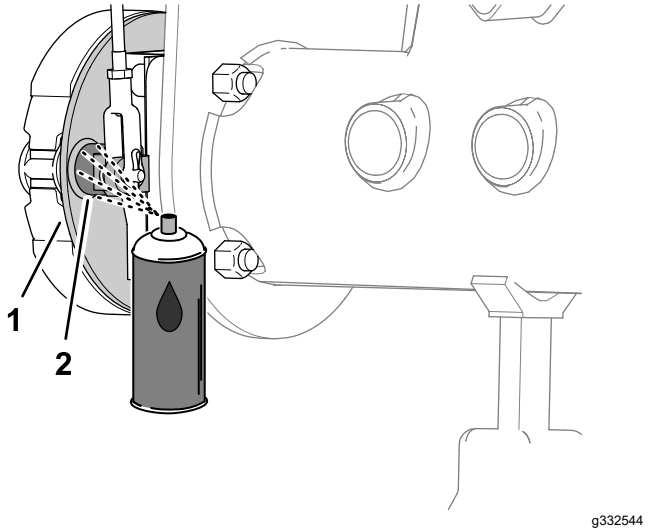
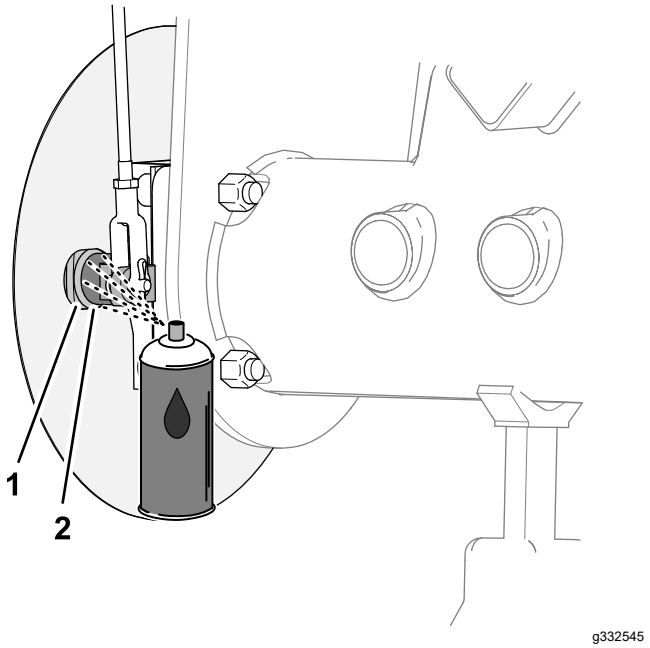

**Figure 68**
**Figure 69**
1. Sur l'intérieur du plateau de frein (modèles sans l'option déflecteur d'herbe de jante) ou du déflecteur d'herbe de roue (modèles avec l'option déflecteur d'herbe de jante), pulvérisez du dégrippant entre l'arbre à came de frein et le plateau de frein (Figure 68 ou Figure 69).